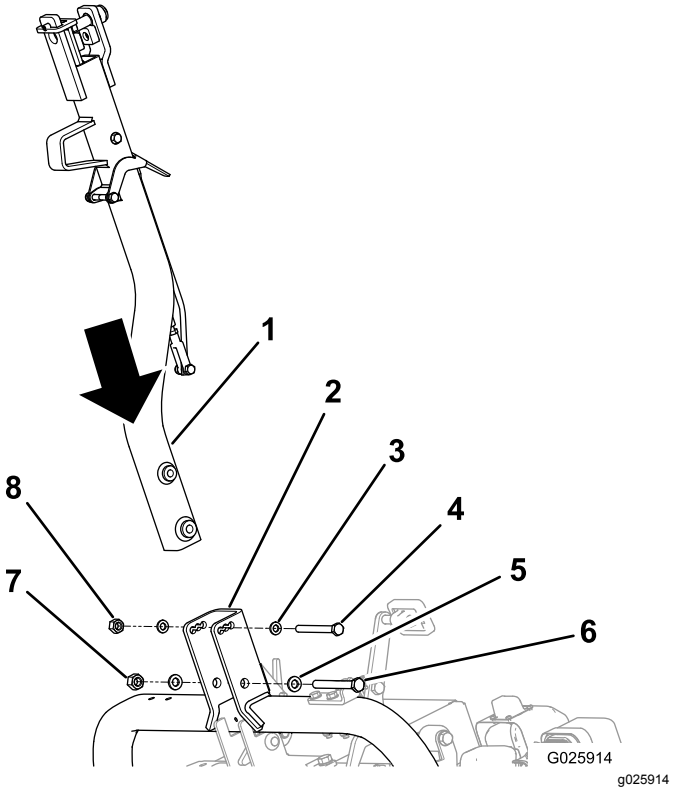

Figura 5
2. Fissate l'attacco alla relativa staffa orientabile con la bulloneria necessaria; fate riferimento alla Figura 5.